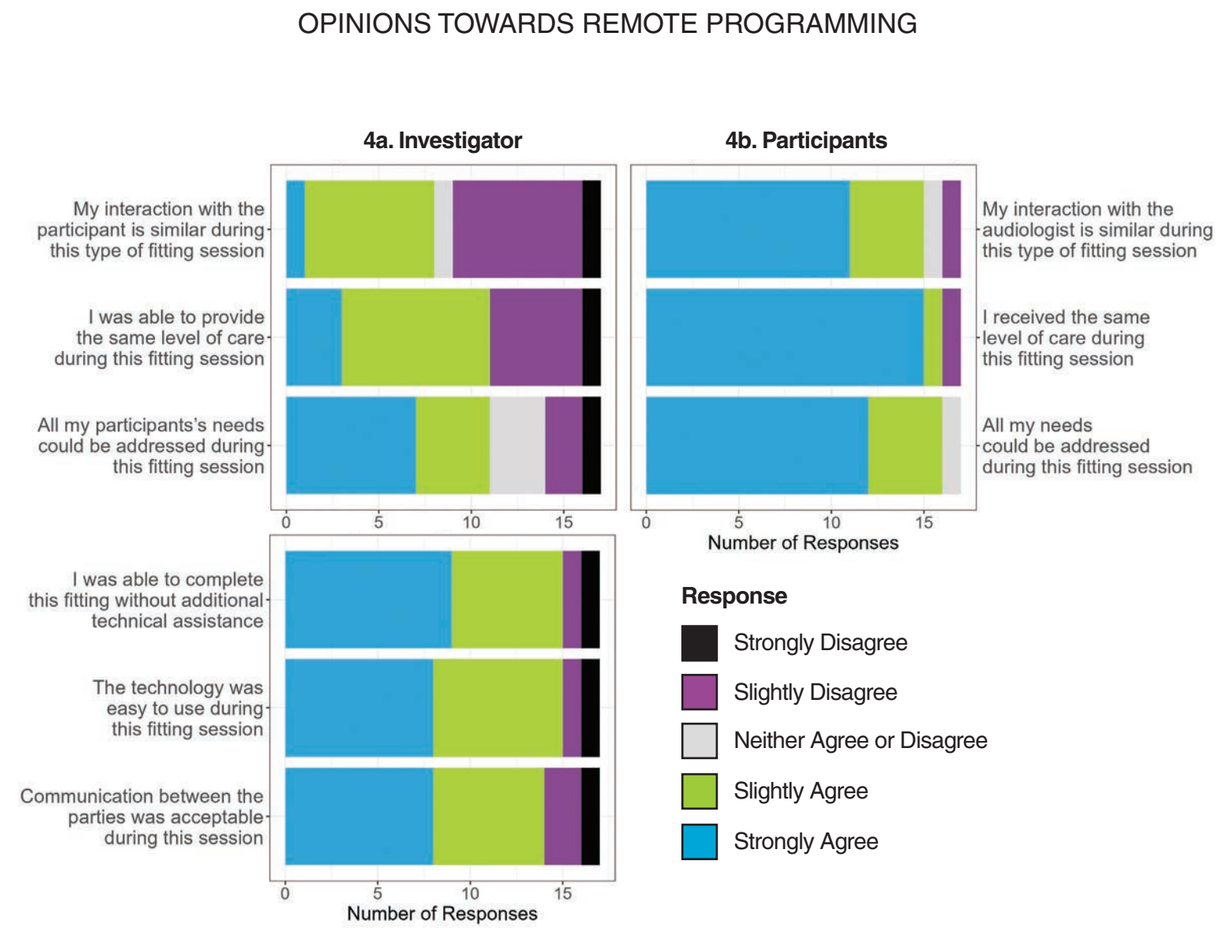

**Figure 4:** Investigator (4a) and participant (4b) self-reported opinions towards Remote Programming.
**Opinions towards Remote Programming were positive.** Custom questionnaires collected information regarding the investigator's and participant's satisfaction with the Remote Programming experience (Figure 4). The results of the questionnaire, which involved rating the strength of agreement with specific statements, revealed that participant and audiologist ratings did show differences. Specifically, participants exhibited a tendency to express stronger agreement with these statements, suggesting that Remote Programming was similar to their in-person experience. Audiologists reported the remote fitting experience as positive and that they would recommend it as an alternative to some in-clinic visits.